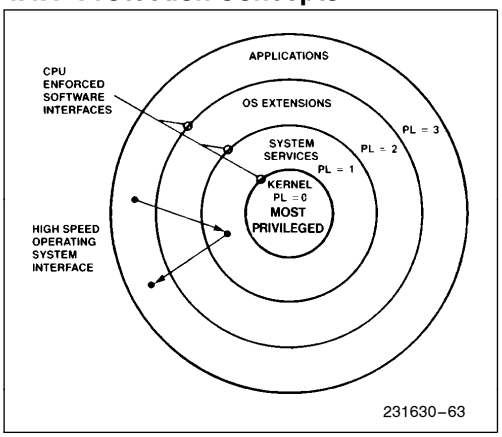

Figure 4-14. Four-Level Hierachical Protection
The four-level hierarchical privilege system is illustrated in Figure 4-14. It is an extension of the user/supervisor privilege mode commonly used by minicomputers and, in fact, the user/supervisor mode is fully supported by the Intel386 DX paging mechanism. The privilege levels (PL) are numbered 0 through 3. Level 0 is the most privileged or trusted level.